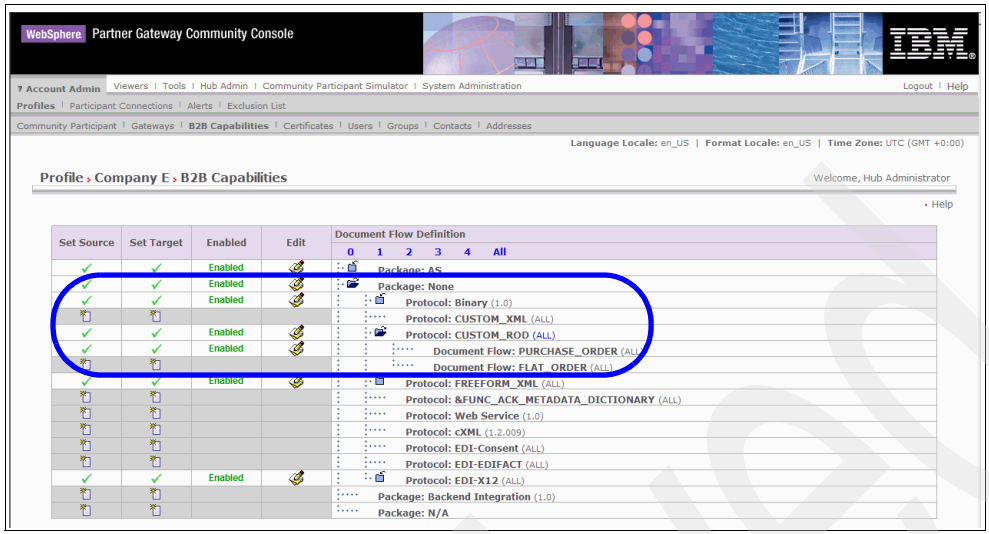

Figure 16-28 B2B capability of Company E
4. Click **Search**. From the list of participants displayed, click the **magnifying glass** icon next to **Company E**. This opens Company E's profile. Click **B2B capabilities**, which opens a window as shown in Figure 16-28 on page 561.